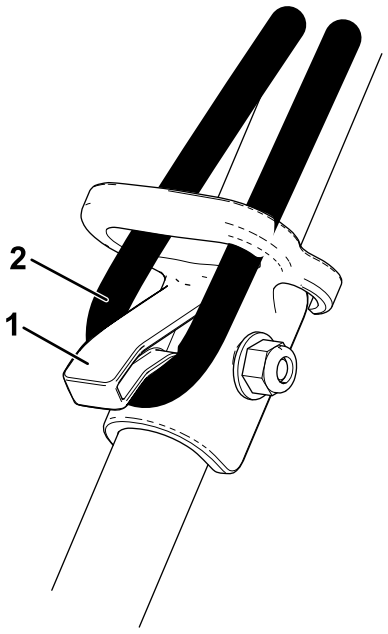

**Bild 9**
**Hinweis:** Verwenden Sie die Kabelsperre am oberen Holm, damit das Kabel nicht beim Betrieb abgezogen wird. Schließen Sie das Kabel dann an die Maschine an (Bild 9).